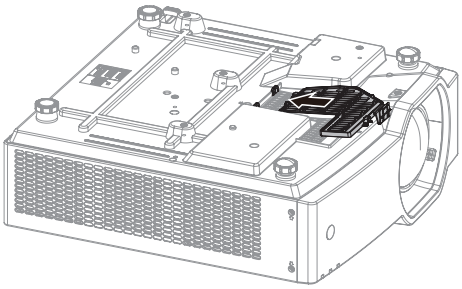

図 1
- 吸気スクリーンをプロジェクター本体の穴に、図 1 の矢印方向に差し込みます。